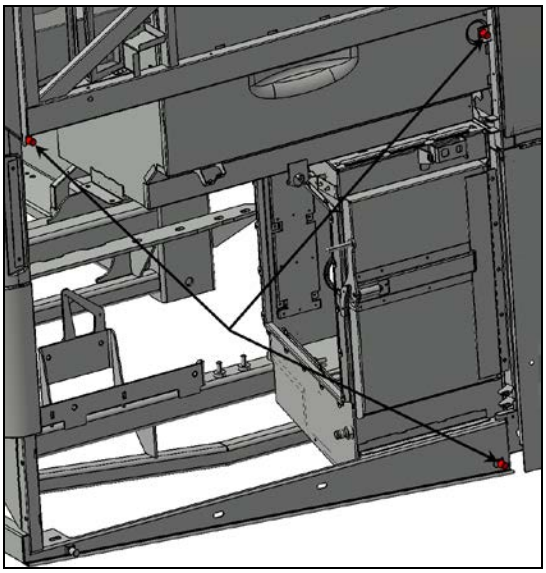
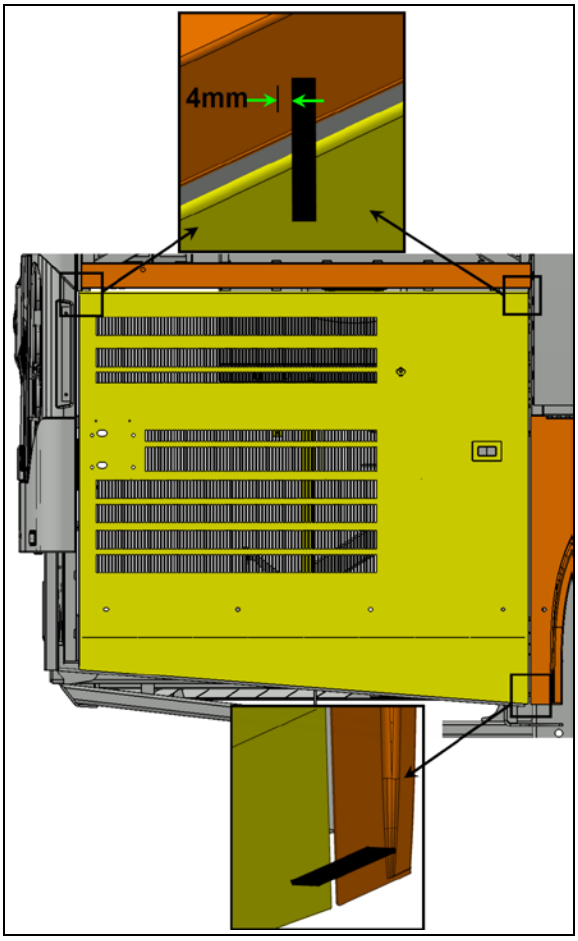

FIGURE 128
FIGURE 129
18. Screw in or out the two upper stoppers so that the upper part of the door exceeds the horizontal member by 5/32" to 3/16" (4mm to 5mm) (see FIGURE 128 & FIGURE 129).